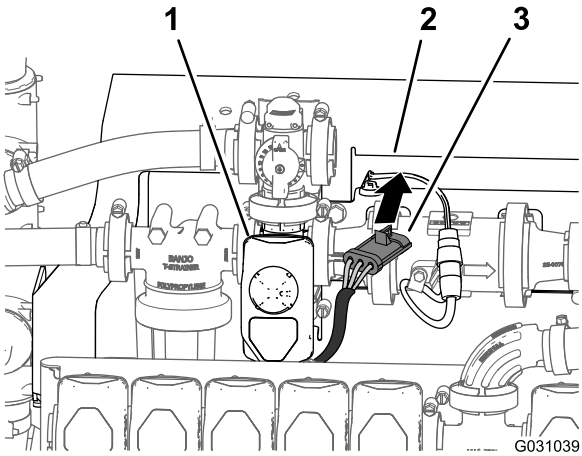

Figur 109
5. Dra kontakten med tre stift på kablaget för omrörningsventilen framför grenrörsfästet (Figur 109).